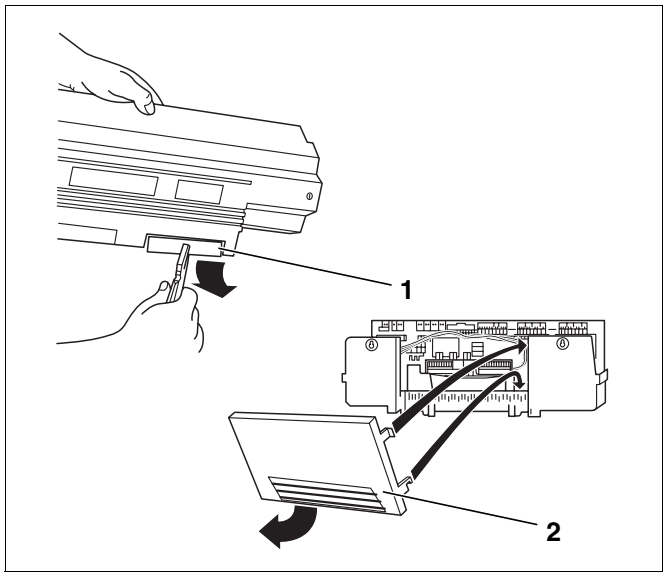

Rys. 35 Przygotowanie przelotki kabla
- W razie potrzeby wyłamać odpowiednie elementy (rys. 35, **poz. 1**) w tylnej ściance przelotki kabla (Logamatic 4xxx) lub zdjąć element ścianki tylnej (Logamatic 4xxx) (rys. 35, **poz. 2**).